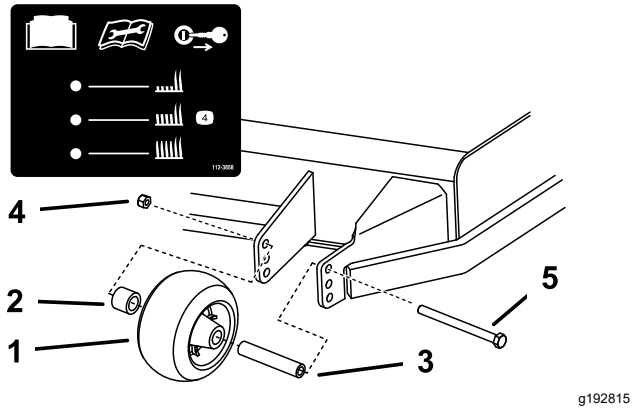

**Figur 30**
3. Juster antiskalperingsrullerne som vist i Figur 30.